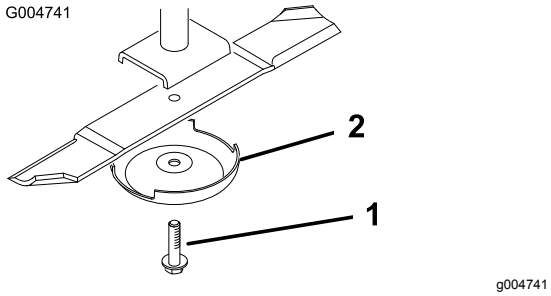

Figur 109
2. Tag fat i enden af kniven med en klud eller en tyk handske. Fjern knivbolten, antiskalperingsskålen og kniven fra spindelakslen (Figur 109).